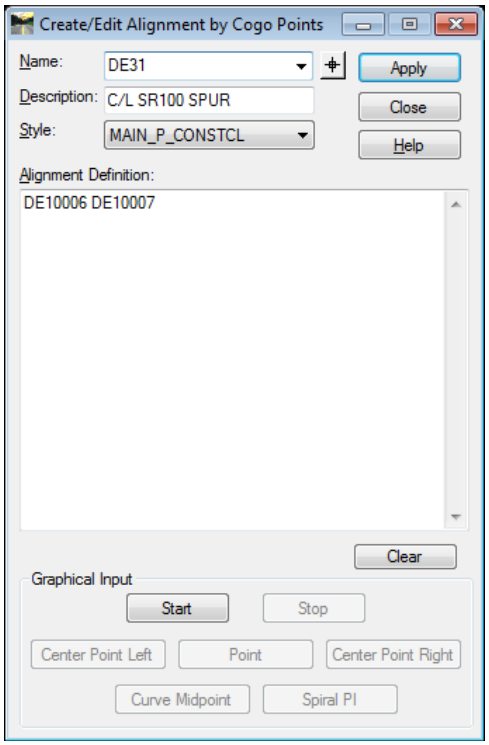

Figure L3-34 Create/Edit Alignment by Cogo Points
- Select **Geometry ► Utilities ► Create/Edit Alignment by Cogo Points**. The **Create/Edit Alignment…** dialog opens as shown in *Figure L3-34*.